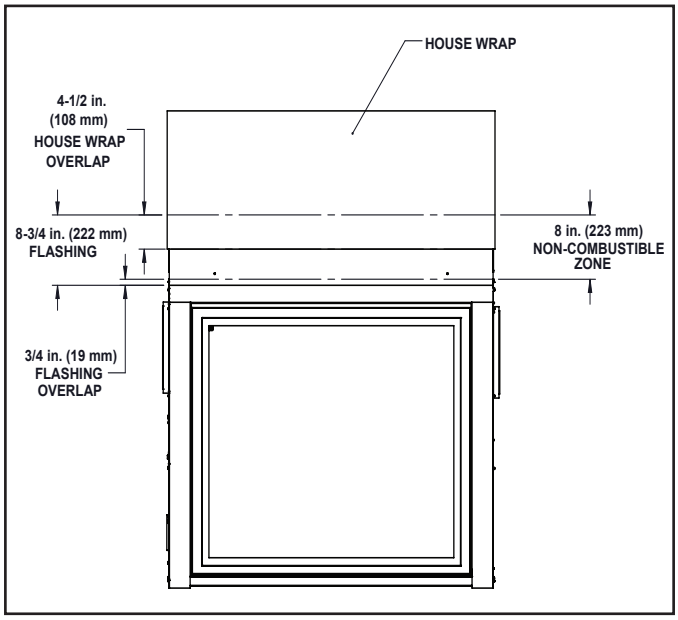

Figure 10.4
5. For placement of house wrap or building paper and tape see Figure 10.4. Special care should be taken when choosing building materialsor weatherproofing (i.e. buiding wraps, sealant tapes, liquid sealants, rubberized flashings, etc.).All sealant materials or building wraps installaed must be approved to a minimum temperature of 225 °F (124 °C) continuous exposure. Consult the material's manufacturer to ensure product compliance.